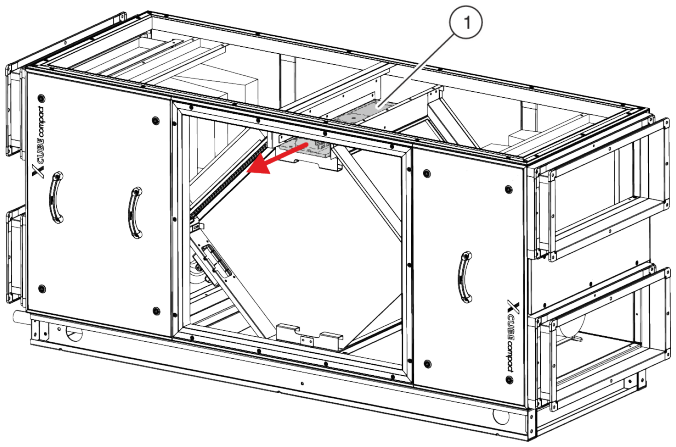

Fig. 28: I&C tray
15. Pull out the I&C tray (Fig. 28/1).